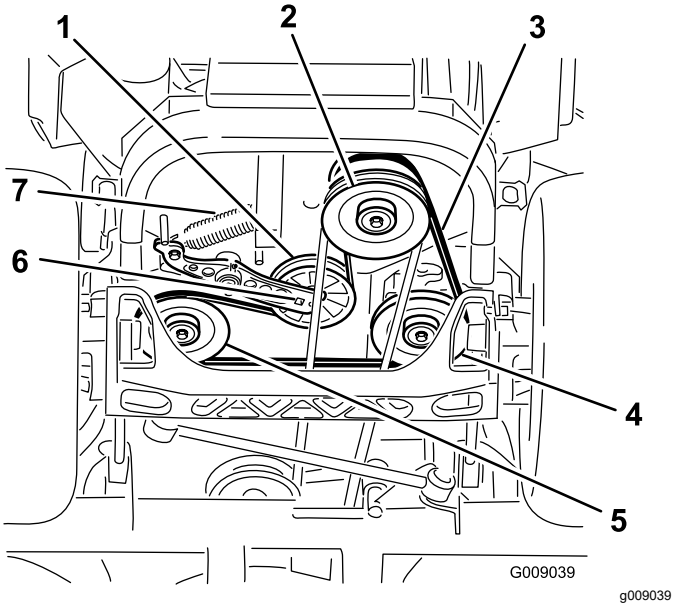

Figur 93
4. Løft maskinen, og understøt den med donkrafte (Figur 93).
5. Brug en skralde i det firkantede hul i styrearmen for at fjerne styrefjederen (Figur 93).
6. Tag styrefjederen af stellet (Figur 93).
9. Brug en skralde i det firkantede hul i styrearmen for at montere styrefjederen på stellet (Figur 93).